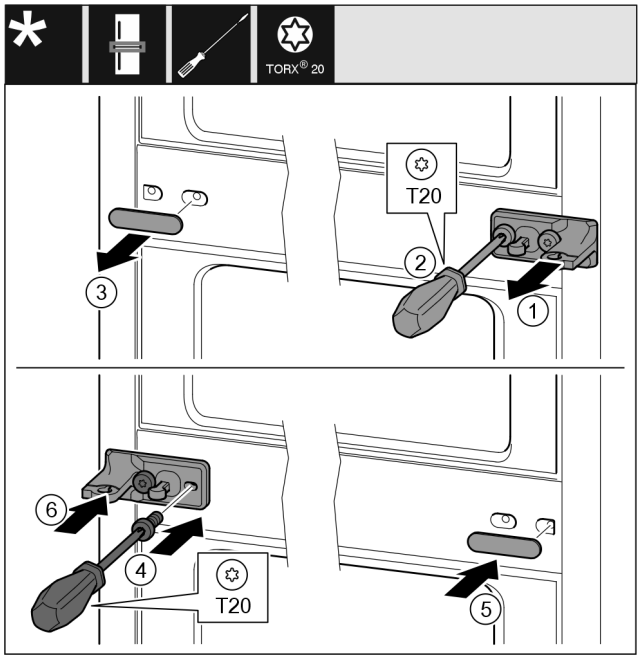

Fig. 13
- ▶ Retire el disco *Fig. 13 (1)*.
- ▶ Desatornille los tornillos *Fig. 13 (2)* con el destornillador.
- ▶ Quite con cuidado la cubierta *Fig. 13 (3)*.
- ▶ Atornille el soporte del cojinete con película *Fig. 13 (4)* en el otro lado, girado 180°.
- ▶ Gire la cubierta *Fig. 13 (5)* 180° y colóquela por el otro lado.
- ▶ Coloque por deslizamiento el disco *Fig. 13 (6)* por delante.